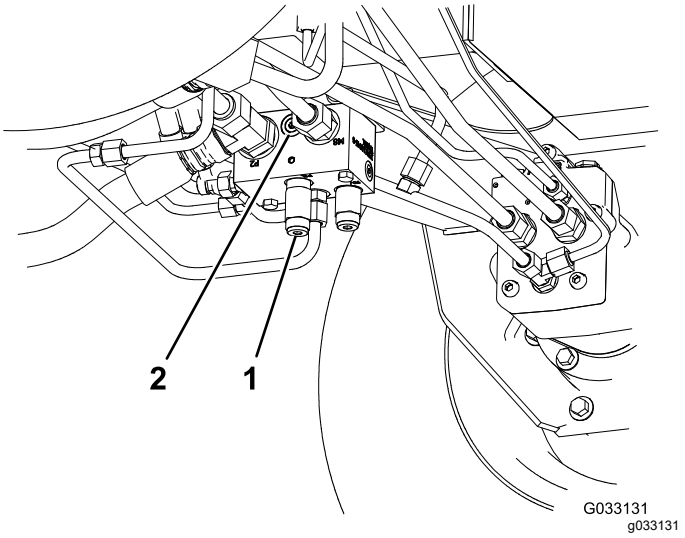

Figuur 42
- 95-0985, koppelfitting (2)
- 340-77, hydraulische fitting (2)
1. Monteer een diagnosefitting op de ongemerkte poort tussen poorten M8 en P2 op het achterste tractieverdeelstuk (Figuur 42).